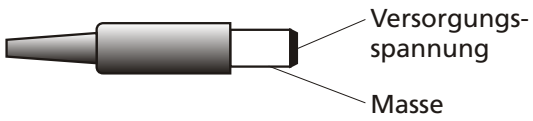

Abb. 2: Stromversorgungs-Stecker
• Die Stromversorgung des Konverters erfolgt über ein externes Steckernetzteil mit 5 V DC/ 1 A. Der Innenleiter des in Abbildung 2 gezeigten Stromversorgungssteckers führt die positive Versorgungsspannung, der Außenleiter die Systemmasse.